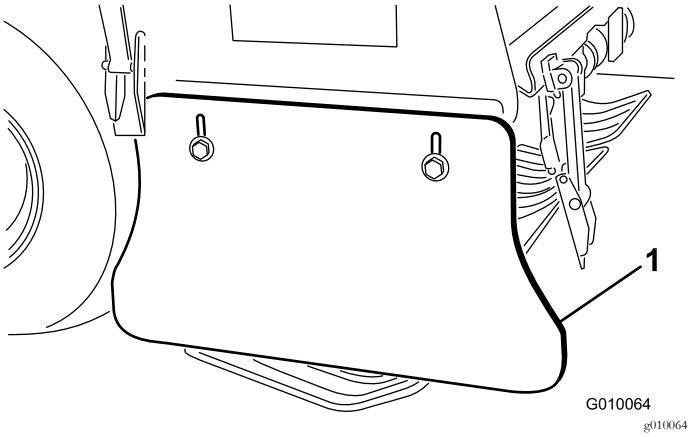

Figur 62
2. Lossa bultarna och muttrarna som håller fast sidoskydden på ramen (Figur 62).